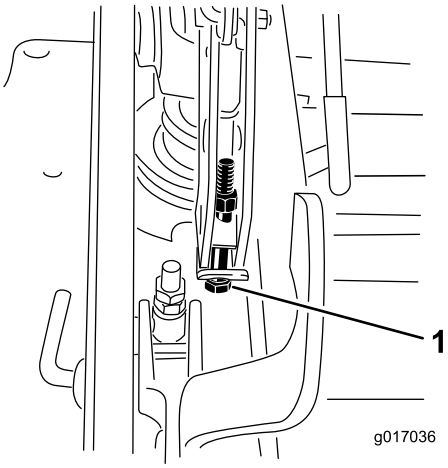

**Figure 88**
13. If the deck is too low, tighten the single point adjustment bolt by rotating it clockwise. If the deck is too high, loosen the single point adjustment bolt by rotating it counterclockwise (Figure 88).